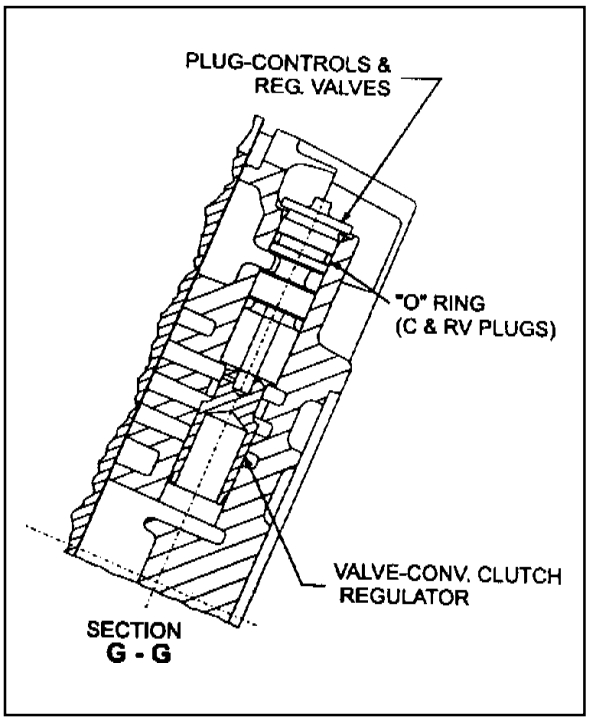

Figure 8.37 - Converter Clutch Regulator Valve
11. Install the converter clutch regulator valve (refer to figure 8.37), plug, and 'O' ring.